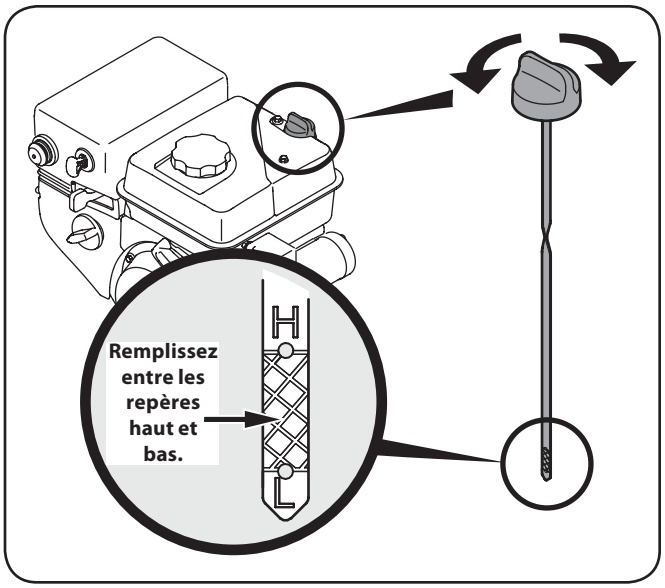

Figure 3-2
4. Deserrez et enlevez le capuchon/jauge de la goulotte de remplissage de l'huile. Prenez note de le niveau de l'huile, si le niveau d'huile est en bas de le repère bas (L), ajoutez lentement de l'huile jusqu'à ce que le niveau se trouve à le repère haut (H). Voir la Figure 3-2 ou 3-3, selon celui qui s'applique.
- Maintenir le niveau d'huile entre les repères haut (H) et bas (L) de la jauge à huile ou à la limite de débordement dans le cas d'un moteur sans jauge à huile. Voir la Figure 3-2.
1. Enlevez le capuchon de remplissage de l'huile et essuyez la jauge à huile. Voir la Fig. 3-2.
3. Enlevez le capuchon de remplissage de l'huile. Si le niveau d'huile est bas, ajoutez lentement de l'huile jusqu'à ce que le niveau d'huile soit entre les repères haut (H) et le bas (L). Voir la Fig. 3-2.